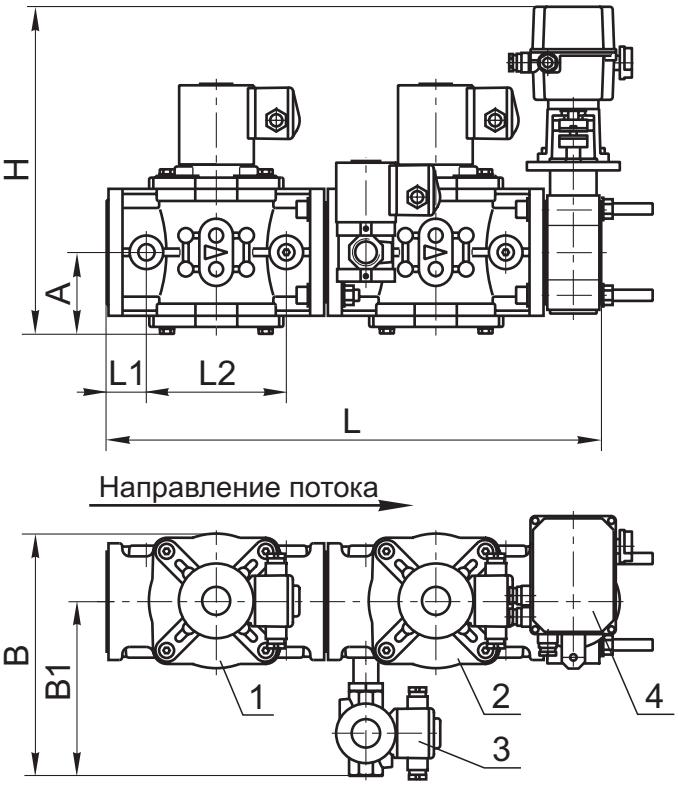

Рис. 10-64
Блок (рис. 10-64, 10-65) состоит из следующих основных узлов и деталей:
- справа по ходу газа (рис. 10-64);